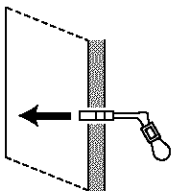

Fig. 3
6. Hinge the plastic legs of the toggle bolt into the channel of the metal end of the toggle bolt so it can fit into the 1/2" hole drilled in the wall (refer to Figure 3).